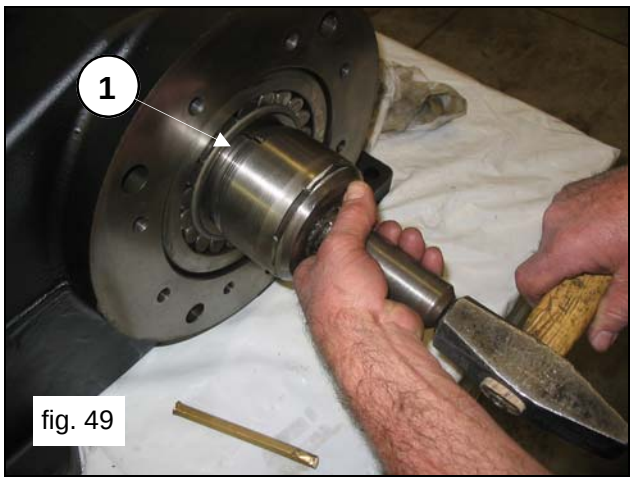
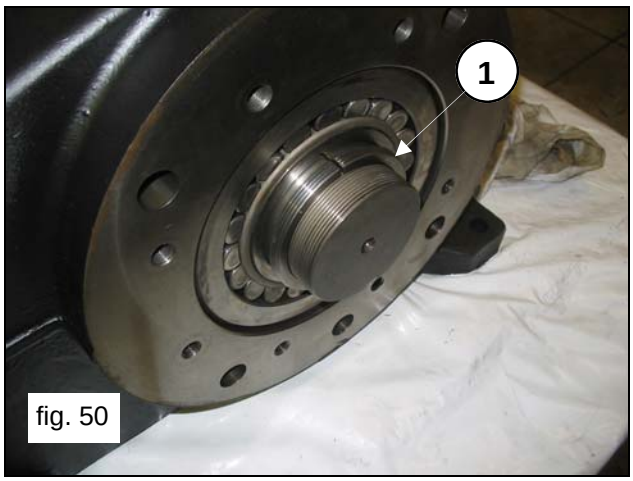

fig. 49
fig. 50
Completely insert the pressure sleeve on the shaft from the opposite side of the PTO (pos.①, fig.49 and fig.50).